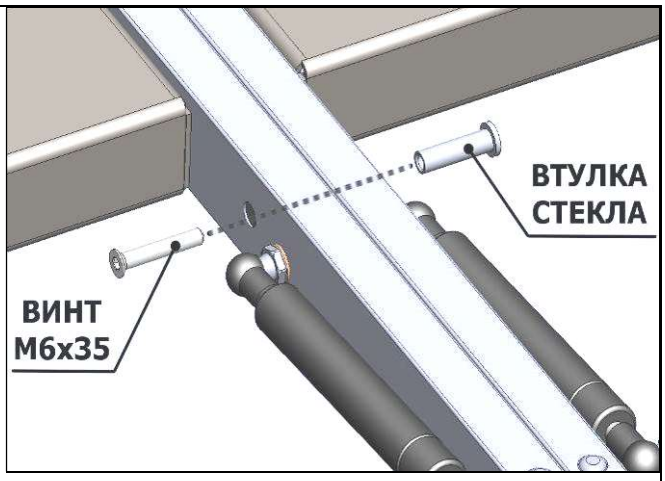

рис. 2
-через отверстие в кронштейнах суперструктуры при помощи втулки и винта М6х25 впотай (рис.2)